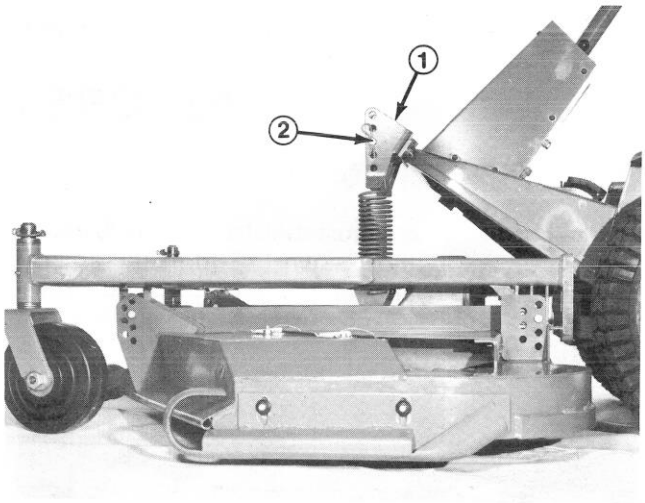

Figure 20
1. Leave the spring in the center bracket hole and operate the mower in the area it will normally be used (Fig. 20).
3. Adjust operating spring tension of each spring, by lowering the clevis pin one hole lower in the bracket (Fig. 20).
4. Check the unit's performance in the turf. If the unit still raises, stop machine and repeat item 2 and 3. Repeat until unit operates satisfactorily. If cutting unit operates satisfactorily, continue normal operation.
5. If the cutting unit stays down and appears to operate acceptably during the initial operating check, it is still advisable to stop, engage parking brake, be sure traction pedal is in neutral, raise the cutting unit, stop the engine and raise the clevis pin one hole to increase spring tension (Fig. 20).
6. Check performance in the turf. If the unit still stays down on the turf, repeat item 5. Repeat until unit raises during operation, then decrease spring tension by lowering the clevis pin one hole in the bracket (Fig. 20).